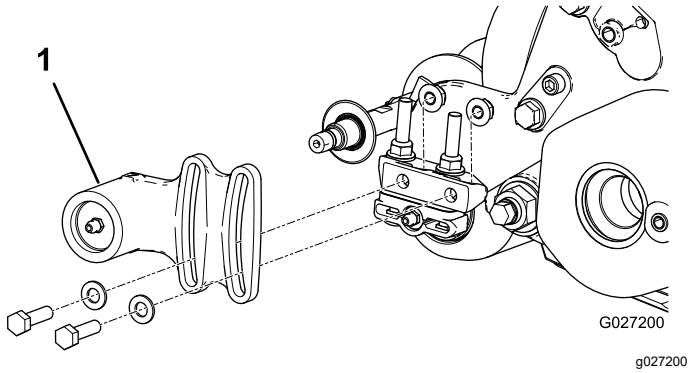
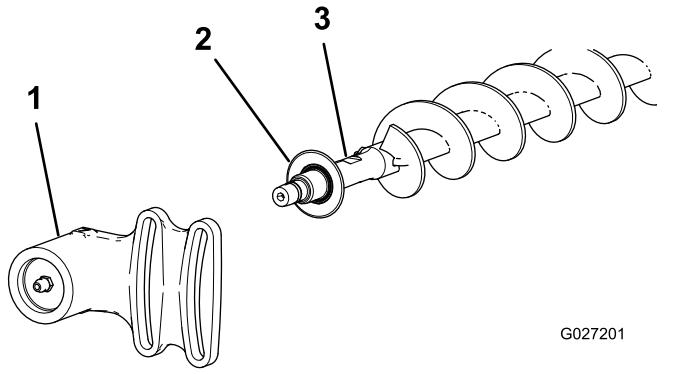

Figura 21
Figura 22
1. Se sull'apparato di taglio è installata una spazzola per rullo, togliete i 2 bulloni, le rondelle e i dadi che fissano l'alloggiamento del cuscinetto secondario alla staffa di montaggio dell'alloggiamento del cuscinetto (Figura 21 e Figura 22).
2. Fate scorrere l'alloggiamento del cuscinetto secondario e la guarnizione fino a estrarle dall'albero della spazzola (Figura 22).
9. Installate la guarnizione e l'alloggiamento del cuscinetto secondario sull'albero della spazzola (Figura 22).